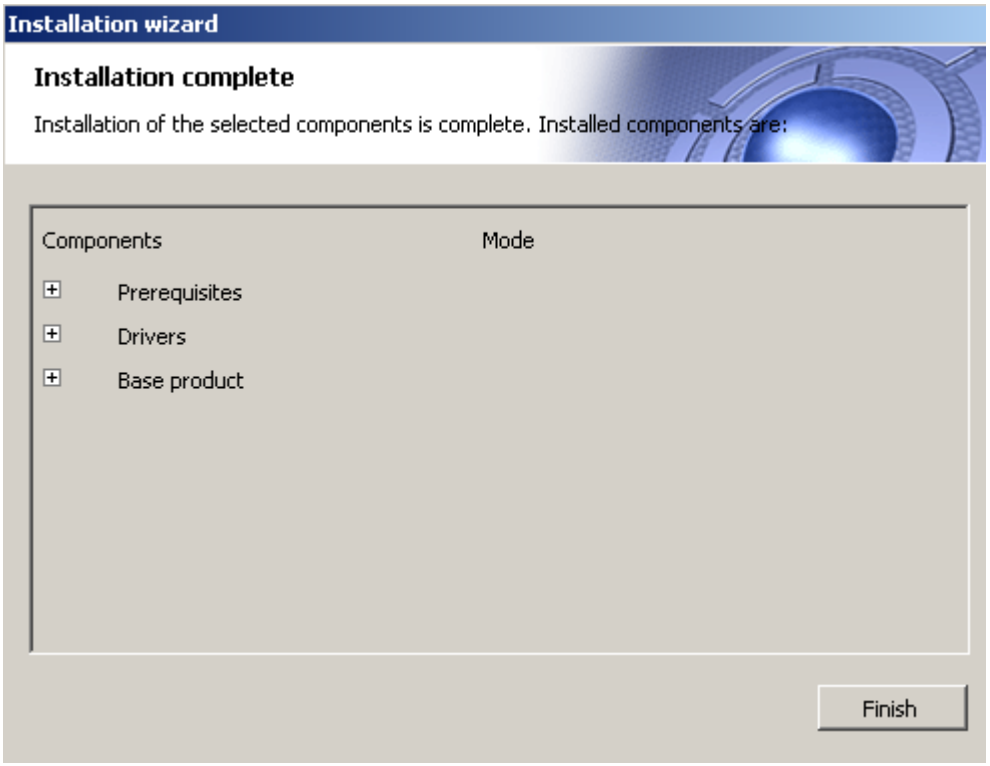

Figure 5.1-23 The "Installation complete" dialog box
Then the Installation wizard dialog box is displayed, containg the information on the mode (installed or not) of Intellect components (Figure 5.1-23).
30. Click the "Finish" button (Figure 5.1-23).